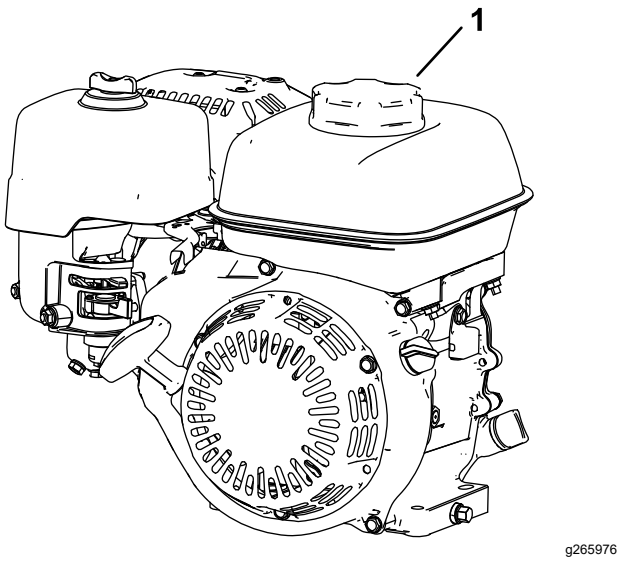

Figura 10
3. Limpie alrededor del tapón de combustible y retírelo (Figura 10).